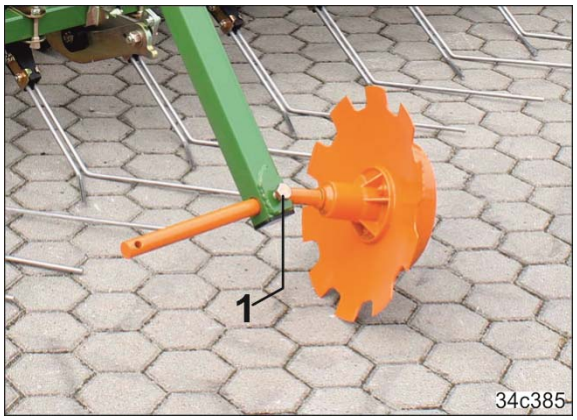

Fig. 161
12. Die Schrauben (Fig. 161/1) fest anziehen.